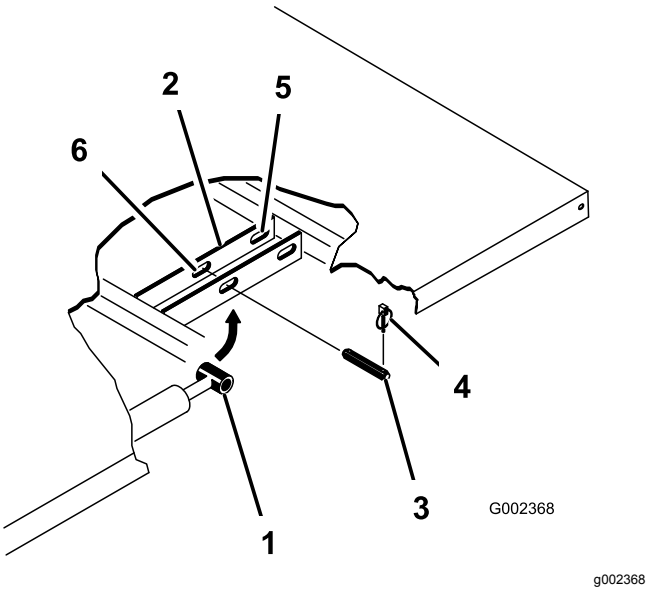

Figur 3
4. Ta bort hjulsprintarna från de yttre ändarna av cylinderstavens sprintbultar (Figur 3).
5. Ta bort sprintbultarna som håller cylinderstavsändarna vid flakets fästplattor genom att trycka bultarna mot insidan (Figur 3).